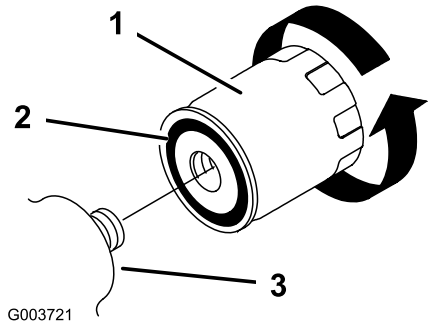

Figure 31
5. Enlevez le filtre à huile usagé (Figure 31) et essuyez la surface du joint de l'adaptateur.
6. Appliquez une fine couche de liquide hydraulique sur le joint en caoutchouc du filtre de rechange (Figure 31).
7. Montez le filtre de rechange sur l'adaptateur (Figure 31). Tournez le filtre dans le sens horaire jusqu'à ce que le joint rejoigne l'adaptateur, puis donnez 1/2 de tour supplémentaire.